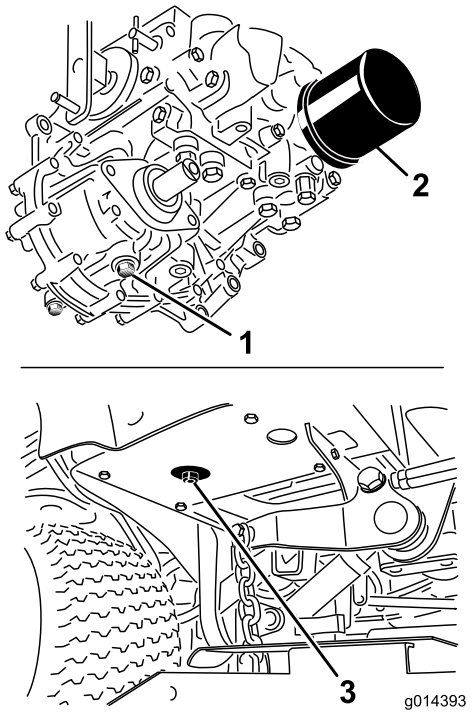

Figure 63
3. Place a large pan under the hydraulic reservoir and transmission case and remove the plugs, draining all of the hydraulic fluid (Figure 63).
4. Clean the area around the hydraulic oil filter and remove it (Figure 63).